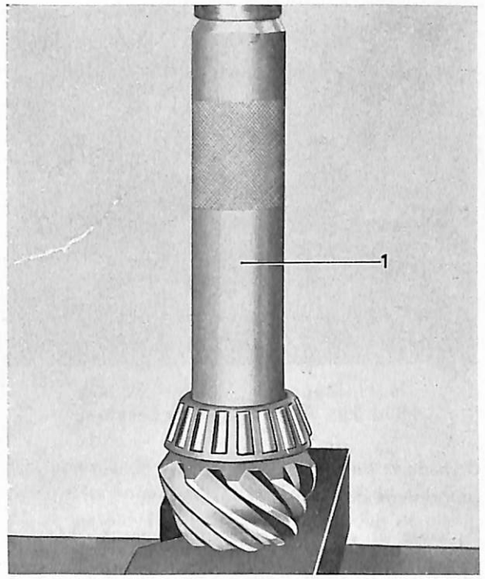

Bild 19. Mont. av bakre pinjonglager.
2. Pressa bakre pinjonglagret (29) på pinjongen (18). Använd hylsa SVO 2395, se bild 19.